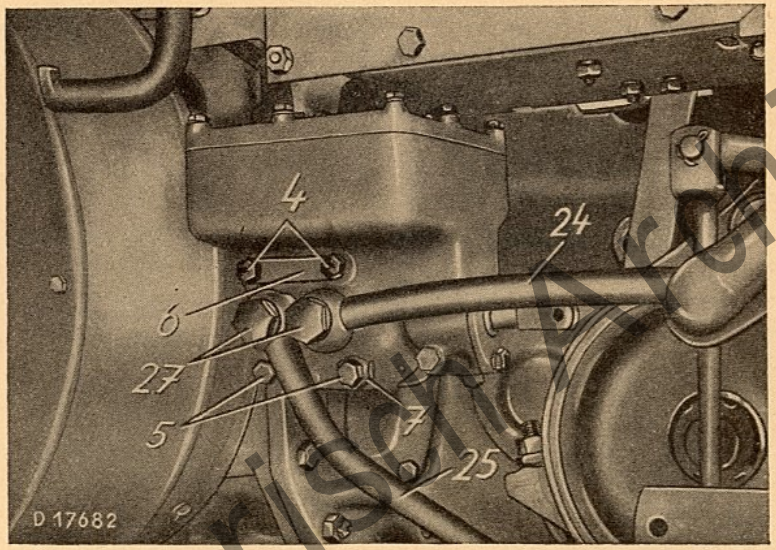
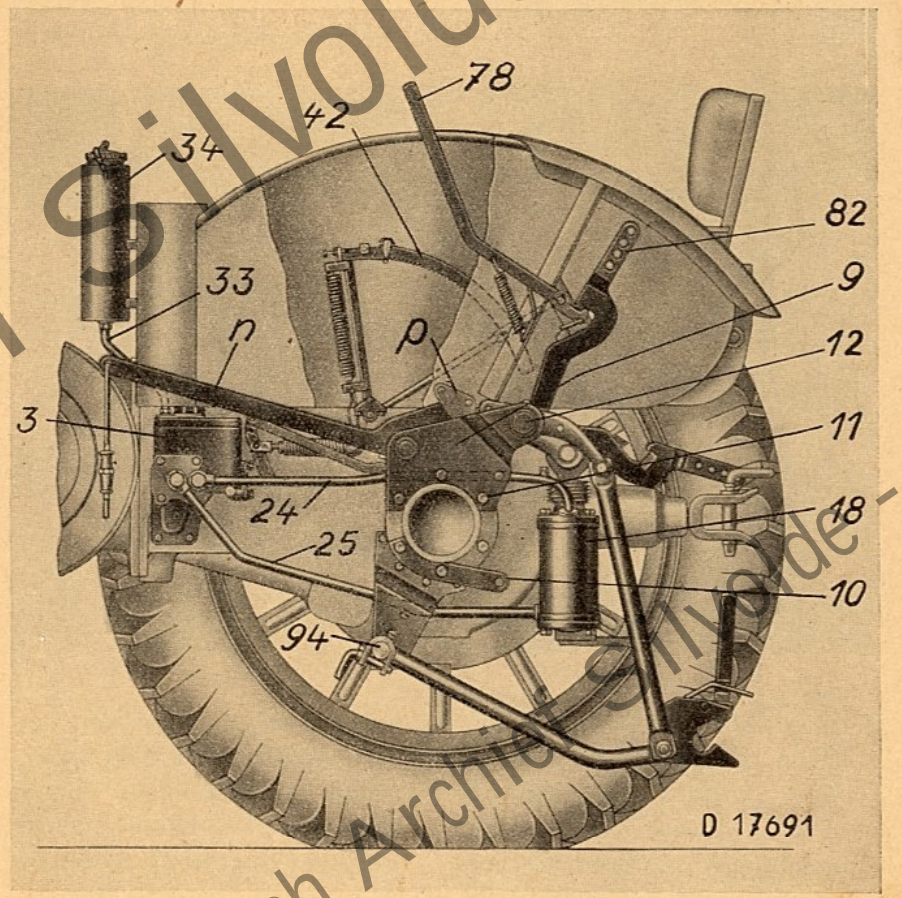
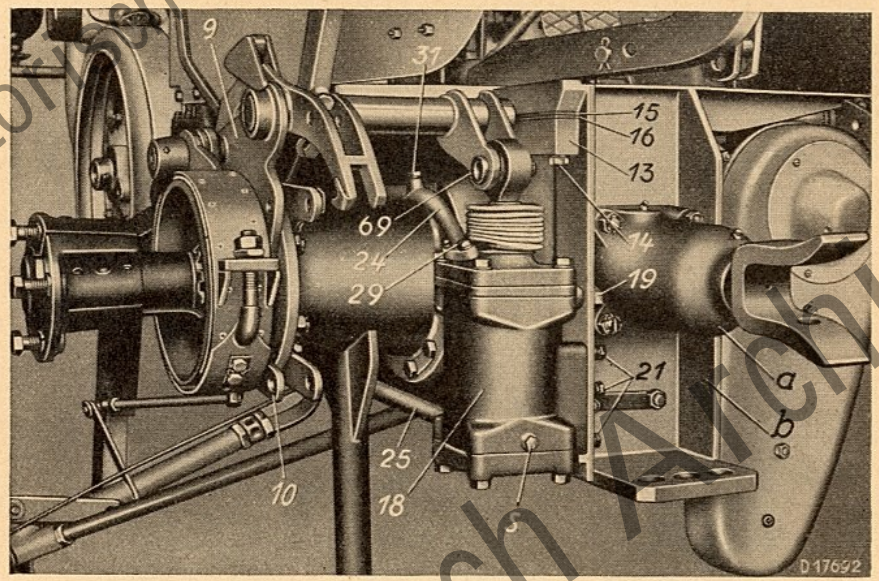

Bild 4
Bild 8
Bild 9
8. Zahnradpumpe durch Schrauben 4 und 5 (Bild 4) mit Sicherungsblechen 6 und 7 am Getriebegehäuse festschrauben. Schrauben **nicht übermäßig fest anziehen,** um Gehäuseverspannung und schlechten Lauf der Zahnräder zu vermeiden.
8. Rechtes Tragblech 8 samt Bremswelle, sowie Anhängebügel 10 zwischen Hinterachslager und Bremsscheibe einsetzen, rechte Hinterachse wieder in Achstrichter hineinschieben und unter Mitverwendung einer neuen Schraube 11 festschrauben (wie in Bild 8 und 9 für linke Maschinenseite ersichtlich).
9. Hebelwelle 12 in Lager am rechten Tragblech 8 stecken, linkes Tragblech 9 samt Bremswelle, sowie Anhängebügel 10 (Bild 9) zwischen Hinterachslager und Bremsscheibe einsetzen und auf Hebelwelle stecken, linke Hinterachse in Achstrichter ganz hineinschieben und ebenfalls unter Mitverwendung einer neuen Schraube 11 festschrauben (Bild 8).
1. Stütze b (Bild 9) mit gefederter Anhängevorrichtung a, sowie Polstersitz wieder anschrauben.
4. Zwei Rohrleitungen 24 und 25 mit je zwei Dichtringen 26 und je einer Hohlschraube 27 am Ölvorratsbehälter der Zahnradpumpe befestigen (Bild 4) und durch je zwei Kopfschrauben 29 mit Federringen 30 am Hubzylinder lose anschrauben (Bild 9). Je einen Dichtring 28 unter Rohrflansche einlegen. Um eine gute Abdichtung zu erreichen, müssen die Rohrleitungen so gerichtet werden, daß die Anschlüsse an Zahnradpumpe und Hubzylinder spannungsfrei passen. Die Befestigungsschrauben am Hubzylinder müssen sich ohne Zwang tief genug einschrauben lassen. Wenn nötig, Gewinde nachschneiden und Rohre an einer Stelle mit der Heizlampe rotwarm erhitzen, dann Flanschschrauben 29 fest anziehen.
5. Verschlußschraube 31 mit Dichtring 32 auf der oberen Ölleitung 24 einschrauben (Bild 9).
3. Kompletten Ölzusatzbehälter durch drei Kopfschrauben 35 mit Federringen 36 am Seitenblech befestigen (Bild 8 u. 10). Ölleitungsanschlüsse dichtziehen.
13. Druckkolben des Hubzylinders durch Bolzen 69 (Bild 9) mit Büchse 70, Scheibe 71 und Splint 72 mit Hebelwelle verbinden. Schmiernippel 73 einschrauben.
1. Untere Entlüftungsschraube s (Bild 9) am Hubzylinder herausschrauben.
5. Entlüftungsschraube 31 (Bild 9) auf der oberen Rohrleitung herausschrauben und Steuerhebel in vorderste Stellung bringen und festhalten, so daß das Öl den oberen Hubraum des Zylinders anfüllt.